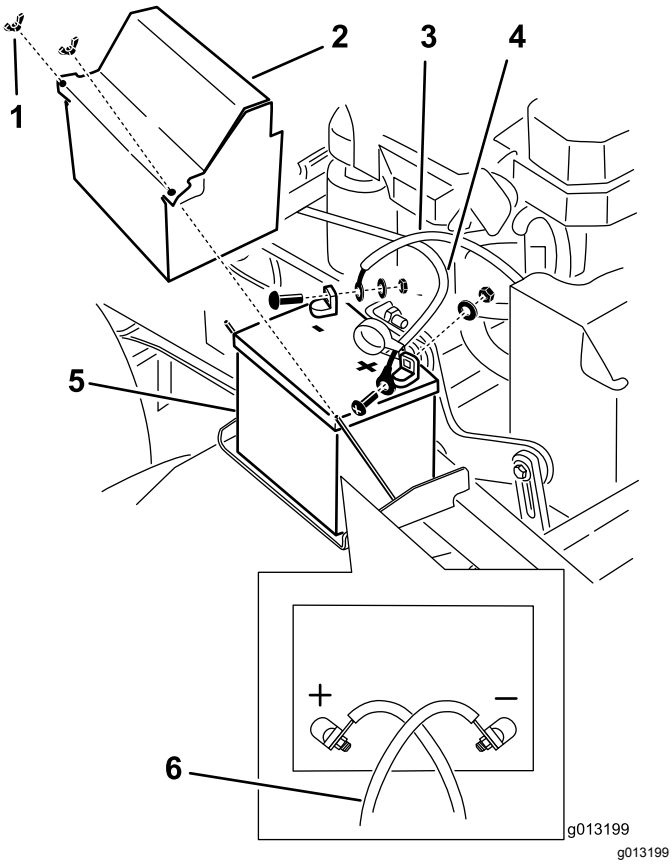

**Figuur 52**
3. Maak de minkabel los van de minpool (-) van de accu (Figuur 52).
5. Verwijder de pluskabel (rood) van de accu (Figuur 52).
6. Verwijder de bevestigingsplaat van de accu en verwijder de accu (Figuur 52).
1. Plaats de accu op de juiste plaats in de machine (Figuur 52).
3. Bevestig de pluskabel (rood) aan de pluspool (+) van de accu met een moer, ring en bout (Figuur 52).
5. Bevestig de minkabel en de aardingskabel aan de minpool (-) van de accu met een moer, ring en bout (Figuur 52).
**Opmerking:** De accukabels kruisen elkaar als ze op de juiste wijze zijn aangesloten (Figuur 52).